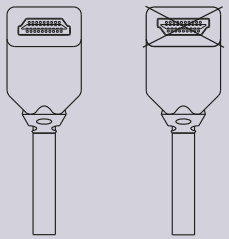

Rys.4/ Budowa końcówki wtyku
- istnieje konieczność stosowania dedykowanego przewodu z wtykiem kątowym o wymiarach nie większych niż na rys. 3, z odpowiednio ukierunkowaną końcówką (rys. 4).